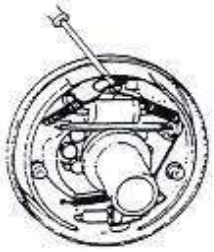

Fig. 2-19
(2) Remove the return spring on the brake shoe. See Fig. 2-19.